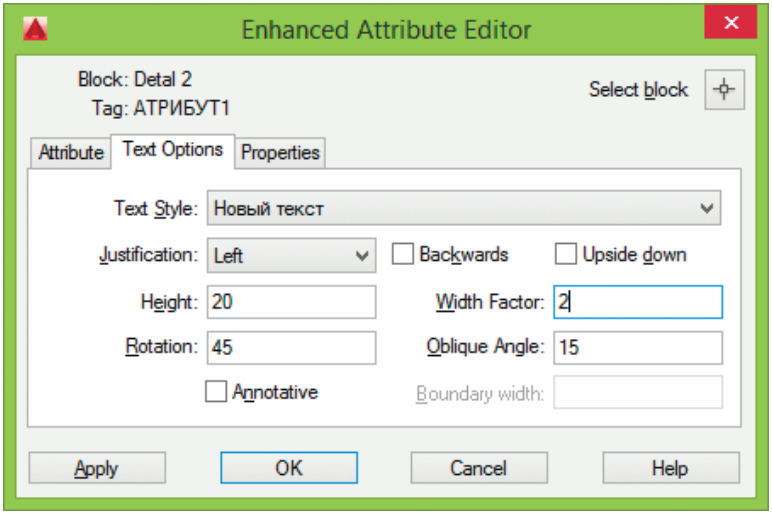

Рис. 10.20. Диалоговое окно редактора атрибутов блоков
- Вкладка **Attribute** отображает атрибуты блока (рис. 10.20):